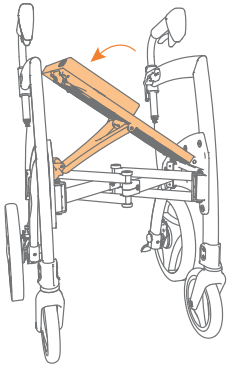

Figure 8 : Pousser le siège jusqu'à entendre un clic.
b. Poussez le siège vers le bas avec votre main jusqu'à ce que vous entendiez un « clic ». Important : le siège n'est bien sécurisé qu'après avoir entendu le « clic » **(Figure 8)**.